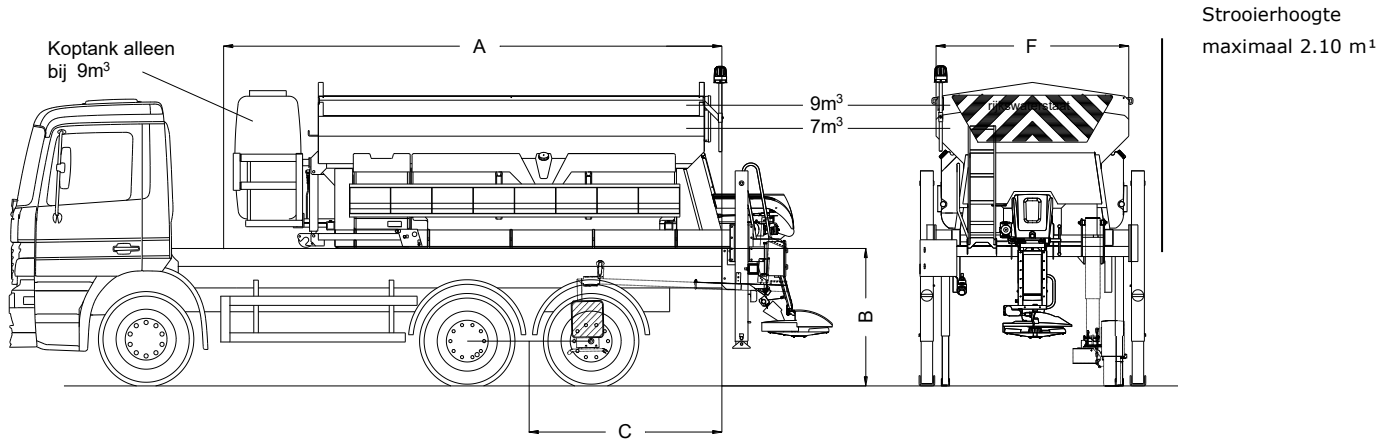

Figuur 1 : *Afmetingen vrachtauto's en strooiers*
2. Voor zware vrachtwagens ten behoeve van de inzet van wiel aangedreven strooiers, met meerdere assen achter of met een enkele as, mag de afstand van de achterkant van de laadbak tot het midden van de achteras (zie C in figuur 1) voor strooiers max. 2.000 mm bedragen. Is één van de assen gestuurd dan dient deze, bij het bepalen van de afstand C, buiten beschouwing te worden gelaten.
4. De hoogte van de laadbak (zie B in figuur 1) moet minimaal 1.350 mm *(beladen toestand)* en maximaal 1.750 mm *(onbeladen toestand)* zijn.
7. De lengte van de laadbak/frame (zie A in figuur 1) moet minimaal 4.500 mm (5 m^3) of 5.700 mm ($\geq$7 m^3) zijn.
2. In geval van een opzetstrooier, dient de hoogte van de laadvloer (zie B, in figuur 1) minimaal 950 mm (beladen toestand) en maximaal 1.250 mm (onbeladen toestand) zijn.
1. De laadvloer moet vlak zijn, mag zijwanden tot 15 cm bevatten en de breedte van de laadbak (zie F in figuur 1) moet minimaal 2.200 mm zijn.
2. De lengte van de oplegger (zie A figuur 1) moet minimaal 5.000 mm (5 m^3) of 6.000 mm ($\geq$7 m^3) zijn en maximaal 7.000 mm.
2. De breedte van de laadbak (zie F in figuur 1) moet minimaal 2.200 mm zijn.